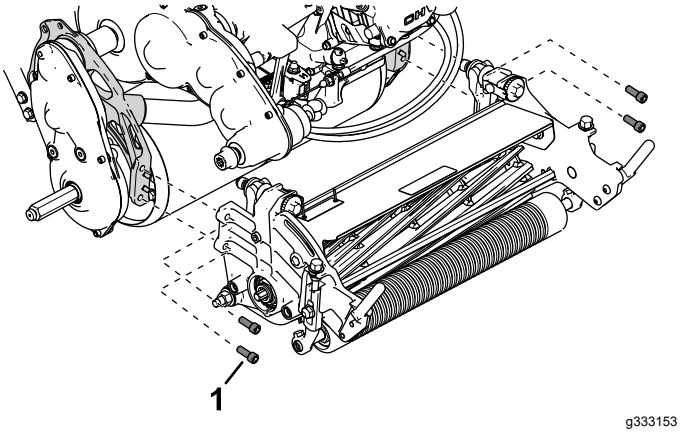

Rysunek 50
4. Odkręć śruby imbusowe mocujące jednostkę tnącą do ramy (Rysunek 50).